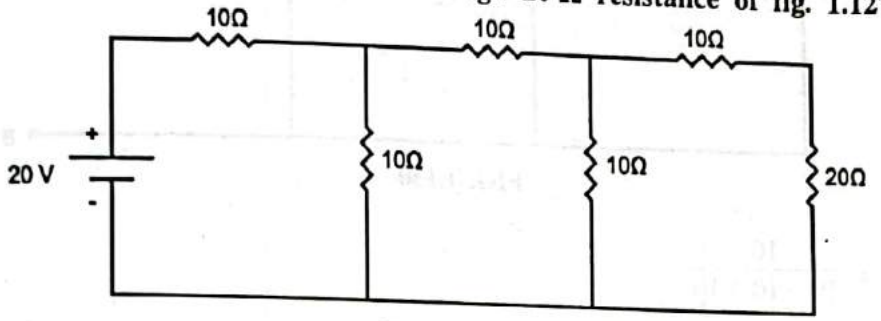

FIG. 1.127
**Using Thevenin's theorem find the current through 20 Ω resistance of fig. 1.127.**